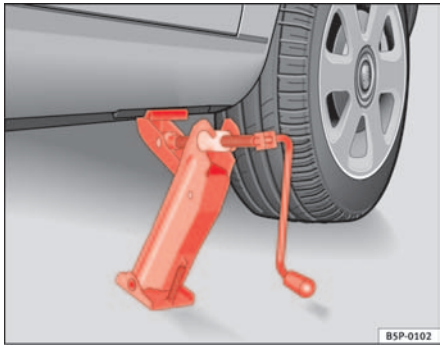

Fig. 175 Fitting the jack
– Align the jack so that the arm of the jack fits around the rib under the door sill and the movable base plate of the jack is flat on the ground ⇒ fig. 175.